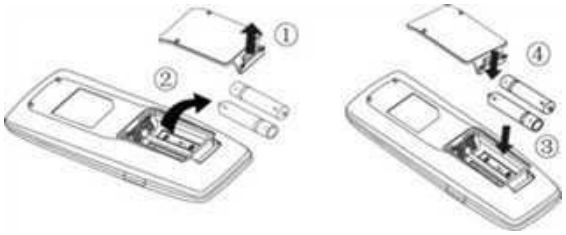

Fig. 1 Fig. 2
(1) Sollevare il coperchio nella direzione della freccia (come illustrato in Fig. 1 ①).
(2) Estrarre le batterie originali (come illustrato in Fig. 1 ②).